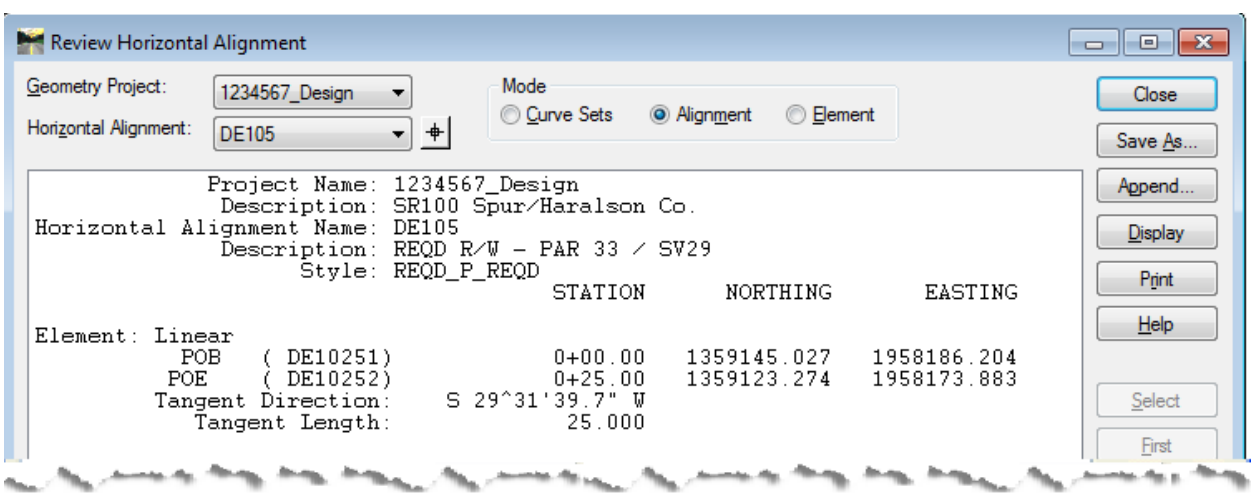

Figure L12-77 Review Horizontal Alignment
68.	**Review Alignment DE105.** • In InRoads, select **Geometry ► Review Horizontal**. The **Review Horizontal Alignment** window opens as shown in *Figure L12-77*. • Notice the Line from Point **DE10251** to **DE10252** is already added to **DE105**. • Click **Close** to exit the **Review Horizontal Alignment** window.